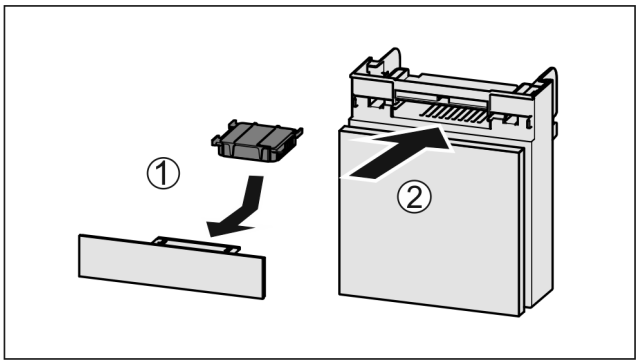

Fig. 162
▶ Insert the carbon filter as shown in the diagram *Fig. 162 (1)*.
▶ Push the compartment in *Fig. 162 (2)*.